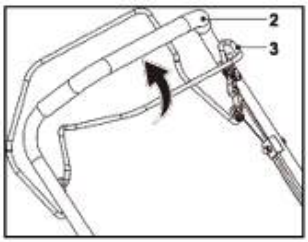

rys. 10
1. Pociągnij dźwignię hamulca (3) i przytrzymaj ją przy górnym uchwycie (2) podczas uruchamiania silnika. Trzymaj ją zaciśniętą podczas pracy (rys. 10).
2. Zwolnij dźwignię hamulca (3), aby zatrzymać silnik.
1. Pociągnij dźwignię hamulca (3) i przytrzymaj ją przy górnym uchwycie (2) (rys. 10).